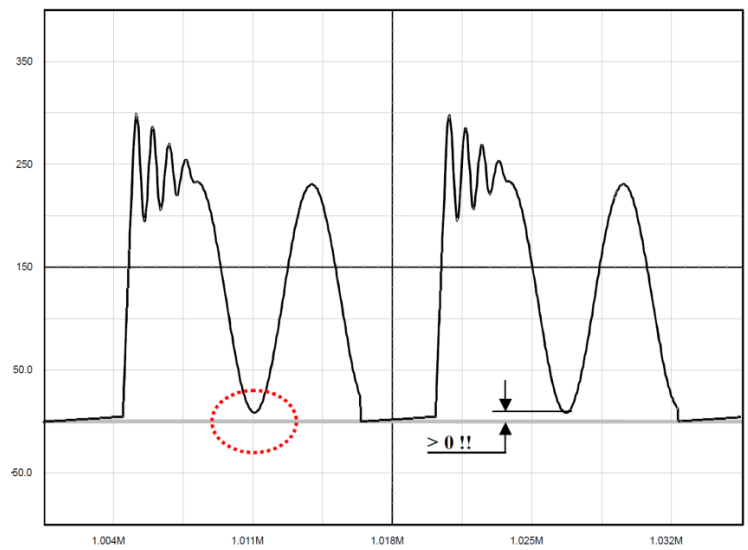

Figure 51. The Drain−Source Wave Shall Always be Positive
1. The lateral MOSFET body−diode shall never be forward biased, either during start−up (because of a large leakage inductance) or in normal operation, depicted by Figure 51. This condition sets the maximum voltage that can be reflected during t_F As a result, the flyback voltage which is reflected on the drain at the switch opening cannot be larger than the input voltage. When selecting components, you thus must adopt a turn ratio which adheres to the following equation:
and defines the amount of ripple we want in CCM, depicted by Figure 51.
Figure 53a: the simple capacitor limits the voltage according to the lateral MOSFET body−diode shall never be forward biased, either during start−up (because of a large leakage inductance) or in normal operation as shown by Figure 51. This condition sets the maximum voltage that can be reflected during t_F. As a result, the flyback voltage which is reflected on the drain at the switch opening cannot be larger than the input voltage. When selecting components, you must adopt a turn ratio which adheres to the following Equation 6. This option is only valid for low power applications, e.g. below 5 W, otherwise chances exist to destroy the MOSFET. After evaluating the leakage inductance, you can compute C with (Equation 7). Typical values are between 100 pF and up to 470 pF. Large capacitors increase capacitive losses...